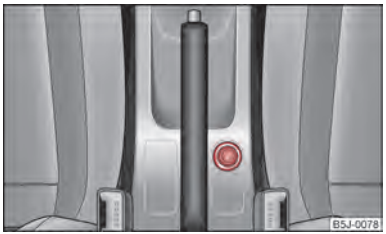

Fig. 65 Consolle centrale: Accendisigari
– Premere il pulsante dell'accendisigari ⇒ fig. 65.